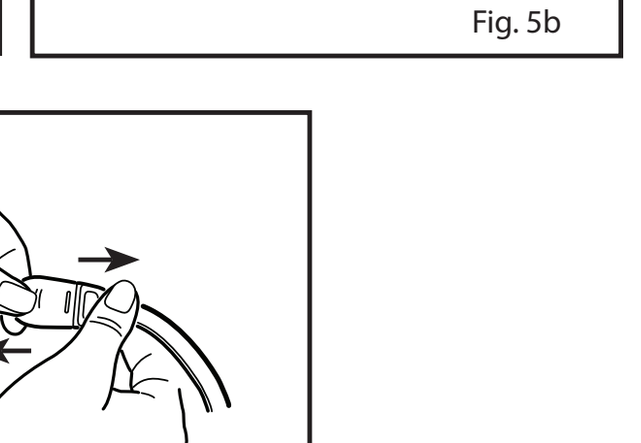

Fig. 5b
2. Consulte la **Fig. 5b.** Inserte la lengüeta del sensor en el cable del paciente hasta que oiga o sienta el clic de la conexión. Tire suavemente de los conectores para asegurar un contacto positivo. Se puede usar cinta para fijar el cable al paciente y así facilitarle el movimiento.